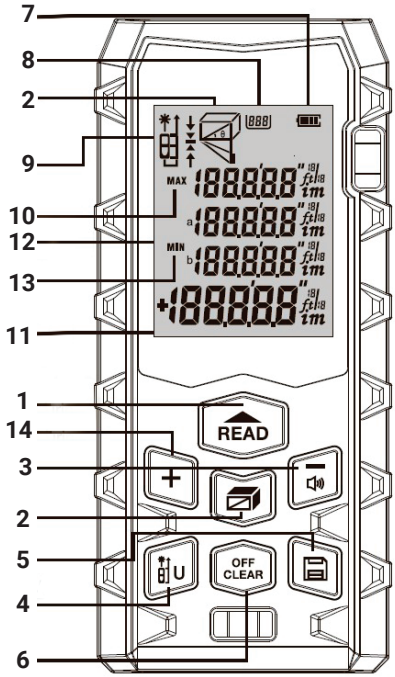

рис.1
6. Общий вид дальномера представлен на рис. 1